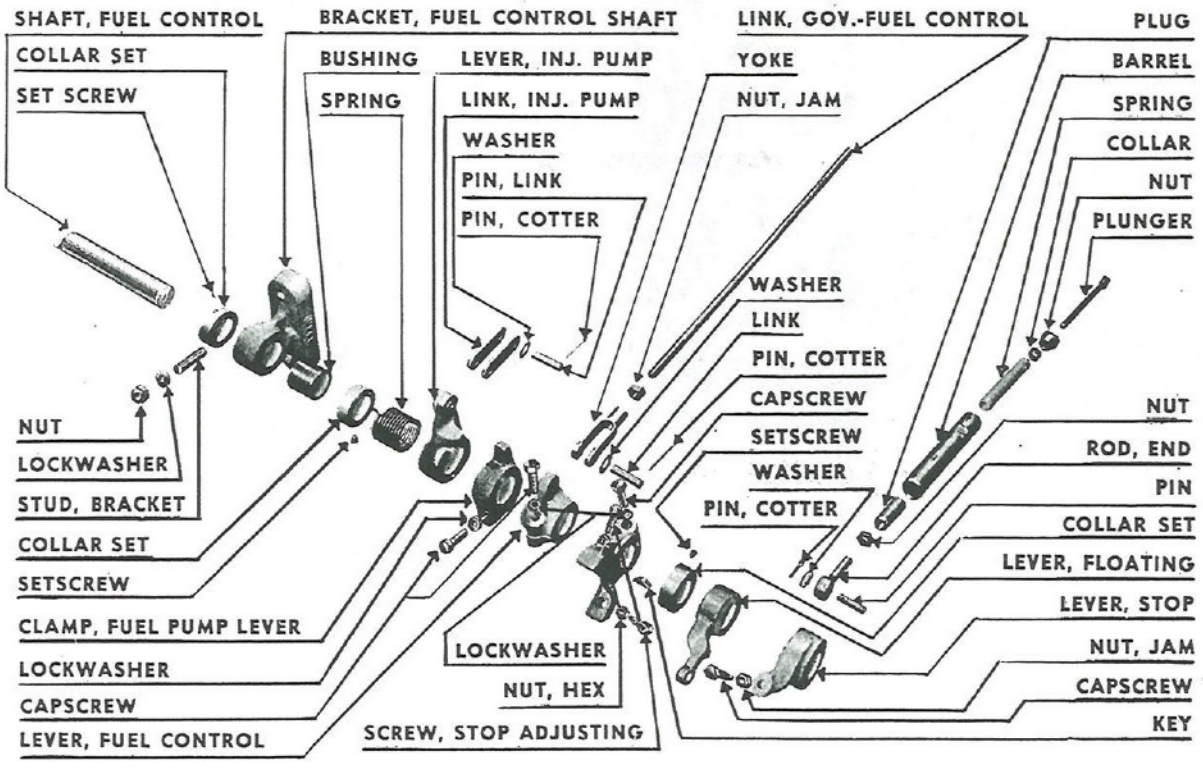

Fig. 145. Parts of Fuel Control Assembly
b. Fig. 145 shows, disassembled, the link from the governor and the parts on the front end of the fuel control shaft. The end of the fuel control shaft is shown at the extreme left top. Two injection pump levers are shown. These are tightened on the fuel control shaft by the capscrews. The fuel control shaft is supported by bushings in brackets along the engine. The link from the governor is attached to a lever on the shaft, and is securely anchored with a capscrew. This unit should operate without trouble if properly handled. When the bushings start to become worn, examine the fuel control shaft and replace the bushings at the next opportunity.